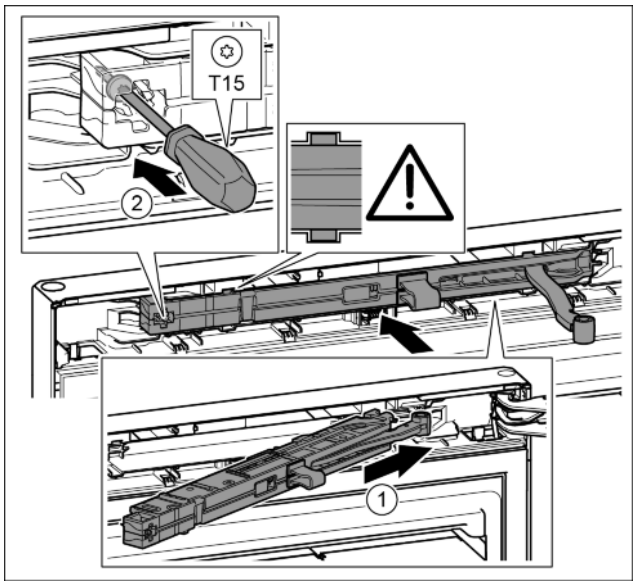

Fig. 44
- ▶ Schließdämpfereinheit auf der Lagerbockseite bis zum Anschlag schräg in die Aussparung einschieben. *Fig. 44 (1)*
- ▶ Schraube mit einem Schraubendreher T15 festschrauben. *Fig. 44 (2)*